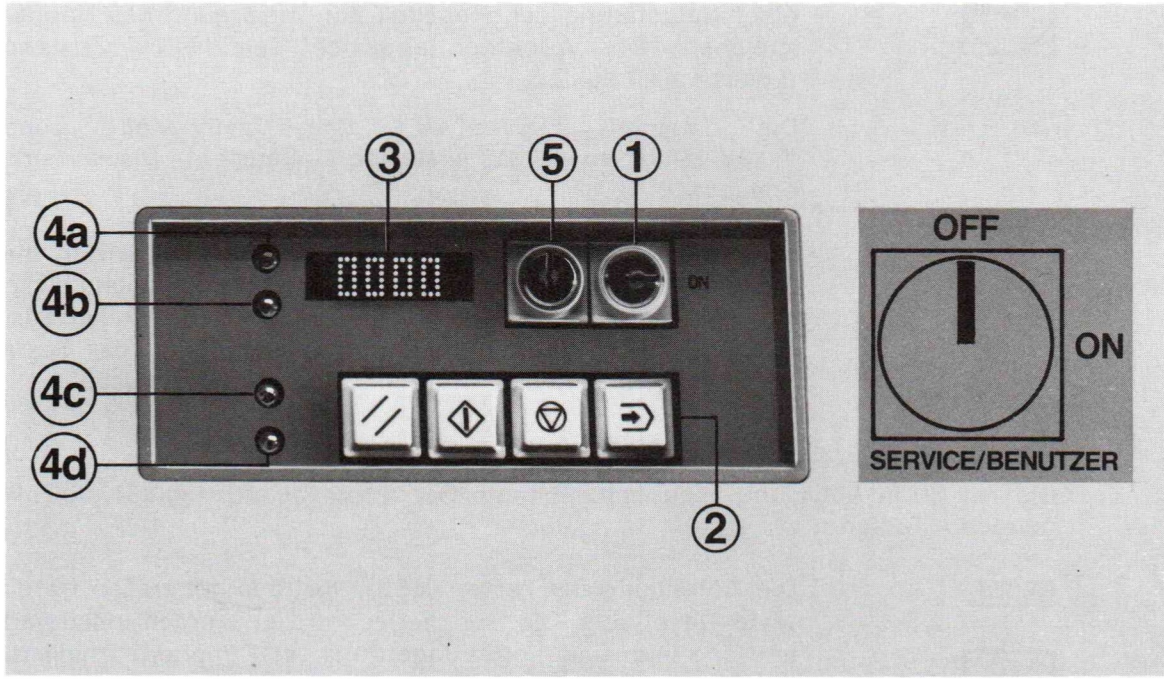

Abbildung 9 :
Abbildung 9 zeigt das Bedienfeld "B" für den Benutzer :
Die mit (2) in Abbildung 9 gekennzeichnete Benutzer-Tastatur umfaßt die folgenden 4 Tasten :
Die in Abbildung 9 mit (3) gekennzeichnete, vierstellige 7-Segment-Anzeige dient u.a.